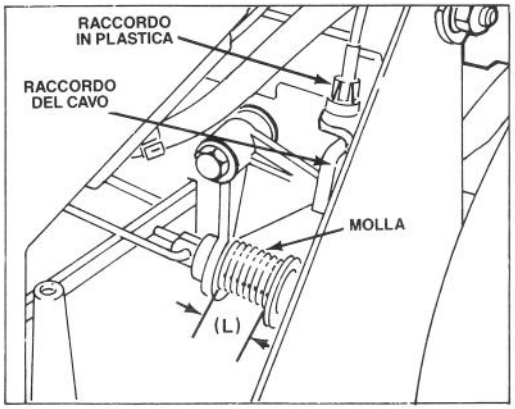

Figura 26
3. Spingete in giu la barra di comando e poi alzatela contro la stegola. Con la barra in questa posizione, misurate la lunghezza (L) della molla, come mostrato nella figura 26.